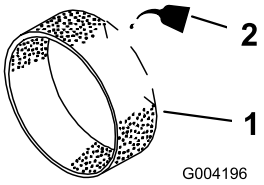

Figur 18
3. Häll 30 till 60 ml olja på förfiltret (Figur 18).